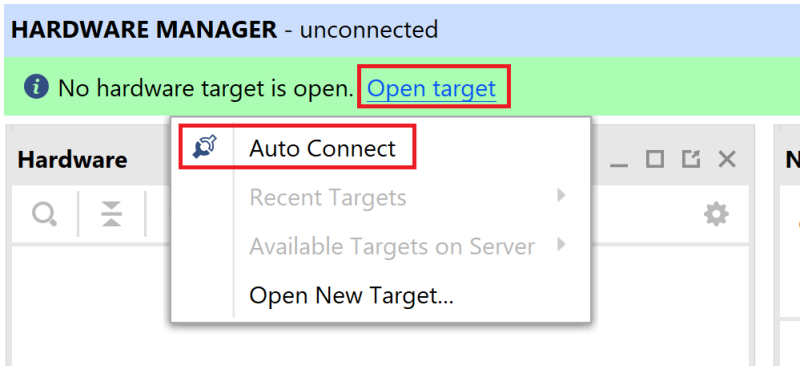

Figura 15. Captura de pantalla del *Hardware Manager* con *Open target* resaltado en rojo.
1. En el Hardware Manager, hacer clic en *Open target* (Figura 15).
2. En el menú emergente, pulsar en *Auto Connect* (Figura 15).